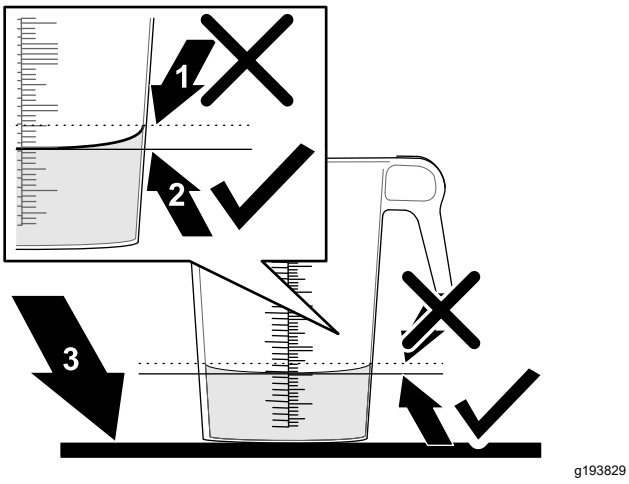

Figura 50
6. Coloque o recipiente graduado numa superfície nivelada e anote o volume do fluido (Figura 50).